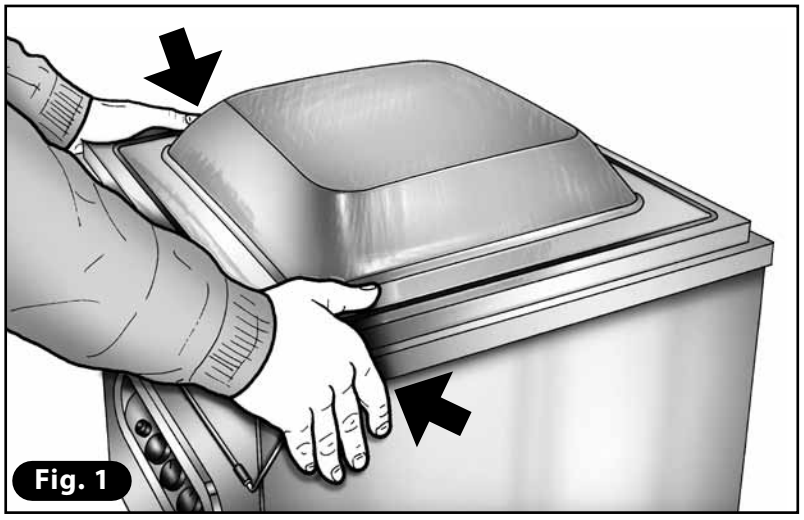

Fig. 1
2) Scegliere una busta adatta al prodotto da confezionare (il prodotto deve occupare 2/3 del volume utile della busta). Inserire all'interno della campana la busta **(D)**, contenente il prodotto da confezionare, ed appoggiarla in posizione centrata sulla barra saldante **(E)**, in modo che il lembo aperto risulti sporgente di ca. 20mm rispetto alla barra stessa. Per i modelli con lunghezza della barra sufficiente a confezionare più buste contemporaneamente e per i modelli multibarra, distribuire le buste a distanza regolare (=) **(Fig. 1)**.
Abbassare il coperchio con entrambe le mani esercitando una leggera pressione in corrispondenza degli angoli del coperchio **(Fig. 1)**. L'apparecchio inizierà il ciclo di lavoro secondo i valori di vuoto e saldatura impostati.